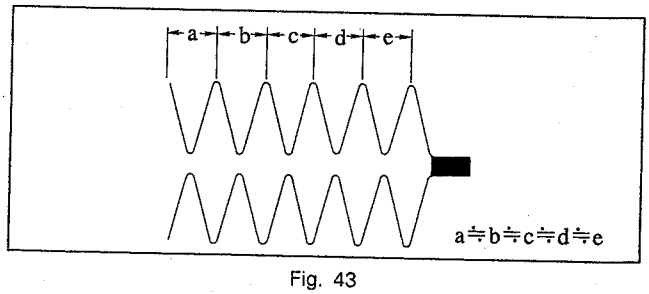

Fig. 43
5-5. CUE AND REV WAVEFORM CHECK (Fig. 43)
1) Play back the alignment tape for tracking adjustment and set the REV mode. Confirm that waveform peaks maintain a constant pitch of 5 seconds or more (Fig. 43). In case pitch is not constant, perform section 5-2.Tracking Fine Adjustment and section 5-4. No.7 Guide Adjustment.
2) Set the CUE mode. Confirm that waveform peaks still maintain a constant pitch of 5 seconds or more (Fig. 43).